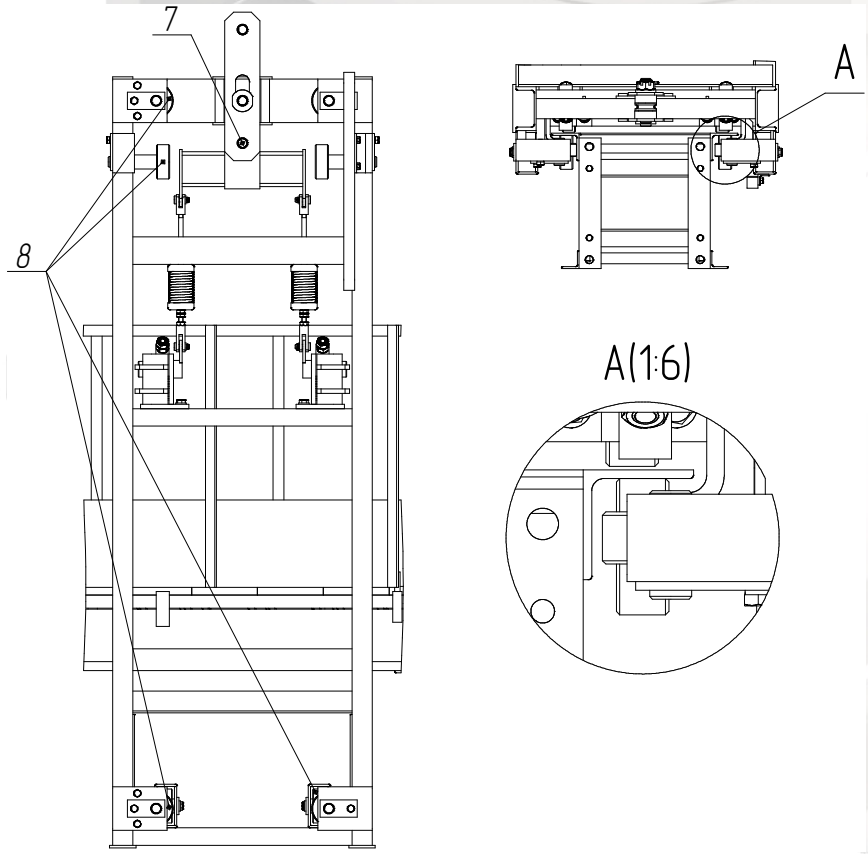

Рис. 9 – Схема зацепления каретки
В верхней части рамы каретки смонтирована система подвеса и экстренного торможения каретки (7) На раме каретки расположены восемь опорных цилиндрических роликов (8), обеспечивающих зацепление каретки на направляющих элементах мачты подъемника в продольном и поперечном направлении (рис. 9А).